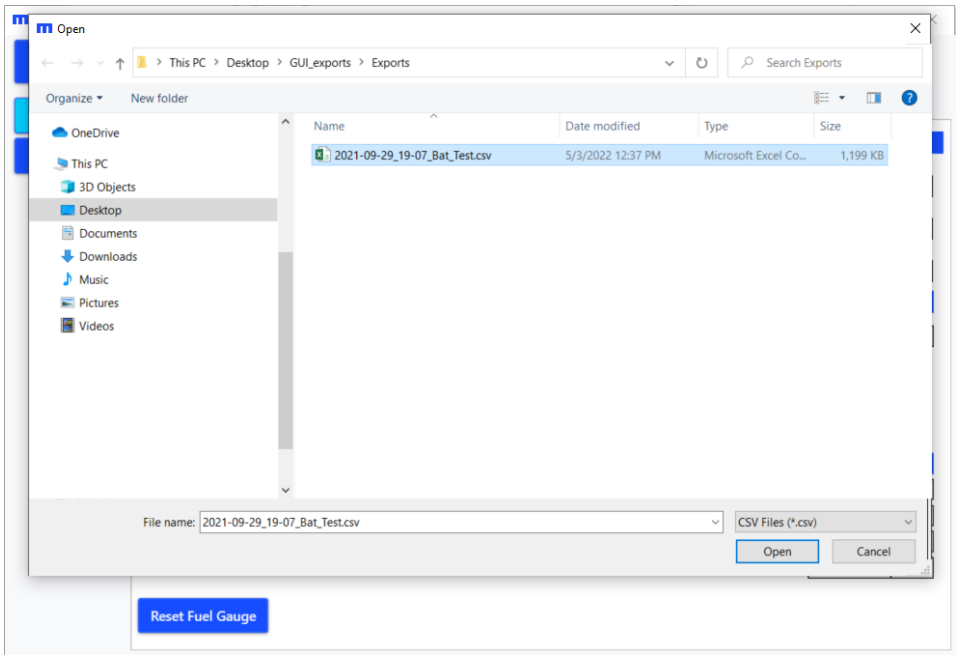

Figure 61: Virtual Fuel Gauge Select Input File
3. Select the recorded ".csv" file to rerun using the explore button (see Figure 61).